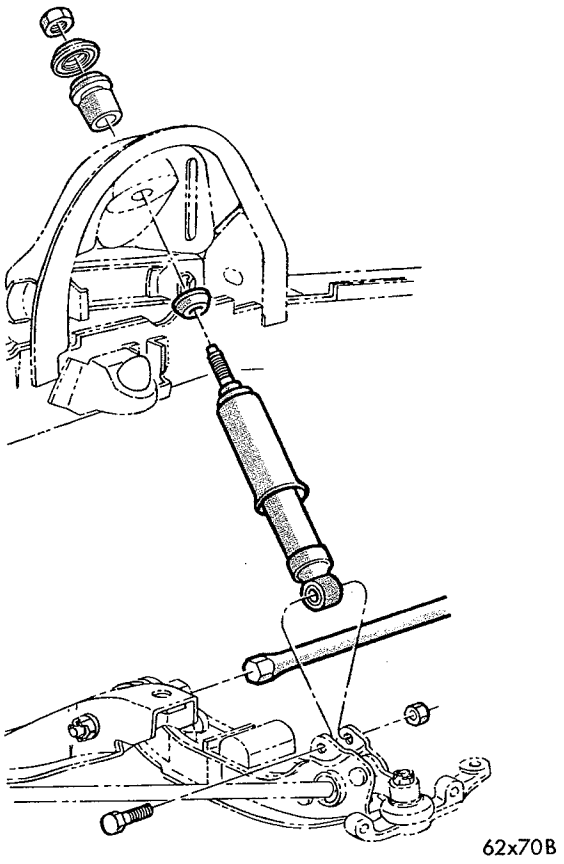
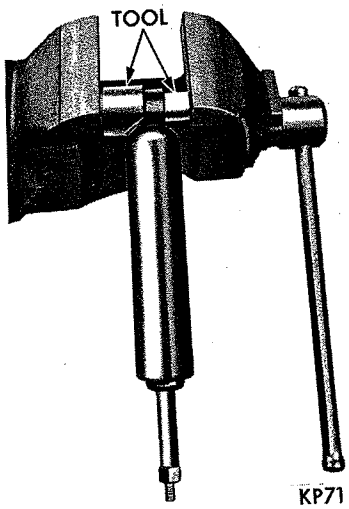

*Fig. 1—Front Shock Absorber (Belvedere - Satellite)*
*Fig. 4—Installing Shock Absorber Bushing*
***Front-Removal* (Figs. 1, 2, and 3).**
(1) Remove nut and washer from upper end of piston rod.
(2) Raise car and remove pivot bolt and nut from lower shock absorber eye and mounting bracket.
(3) Compress shock absorber and remove from car by pulling down and out of upper shock absorber mounting bushing.
(4) If upper bushing appears worn, damaged, or deteriorated, remove it by first pressing out inner sleeve, then prying-out or cutting-out the rubber bushing. (This bushing will take some set after it has been in service and should be replaced once it has been removed).
(5) If lower bushing is to be replaced, remove it from shock absorber using Tool C-3553 to press on the outer sleeve of bushing (Fig. 4).
(1) With inner steel sleeve removed from upper rubber bushing, immerse bushing in water **(do not use oil or soap)** and with a twisting motion, start bushing into hole of mounting bracket, then tap into place with a hammer. Reinstall steel sleeve.
(2) Install lower mounting bushing in eye of shock absorber using Tool C-3553 (Fig. 4).
(3) Compress shock absorber and install washer on upper rod of shock absorber and insert rod through upper bushing.
(4) Install upper compression washer and retaining nut and tighten to 25 foot-pounds.
(5) Align lower mounting bracket and eye of shock absorber. Install bolt and nut and tighten to 50 foot-pounds with full weight of vehicle on the wheels.